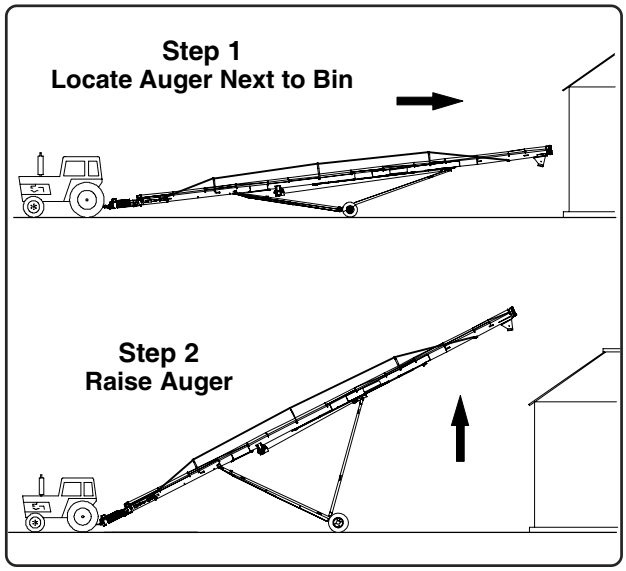

Fig. 2
1. Move the auger into its working position with a towing vehicle (See Fig. 2). Locate the auger as close as possible to the bin, or other storage structure **(move auger slowly towards the bin with the towing vehicle - not by hand).**